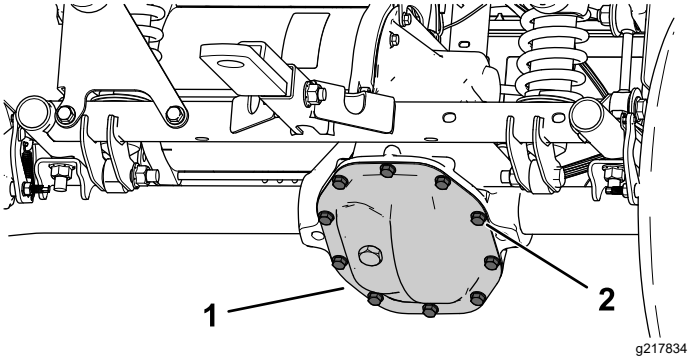

Figur 48
1. Anbring en dræningsbakke under transmissionsdækslet (Figur 48).
2. Fjern boltene fra transmissionsdækslet, og dræn væsken helt (Figur 48).